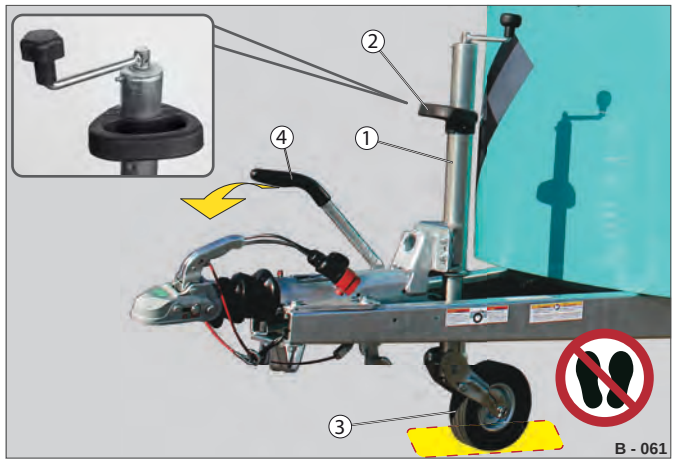

Fig. 73 Manøvrering med anhænger med bremser
- ▶ Drej støttehjulet (Fig. 73 /3) ned, så støttehjulet kan bevæge sig under trækstangen.
- ▶ Slæk håndbremsehåndtaget (Fig. 73 /4).
- ▶ Tag om nødvendigt fat i manøvregrebet (Fig. 73 /2) eller den runde stang på automatikstøttehjulet.